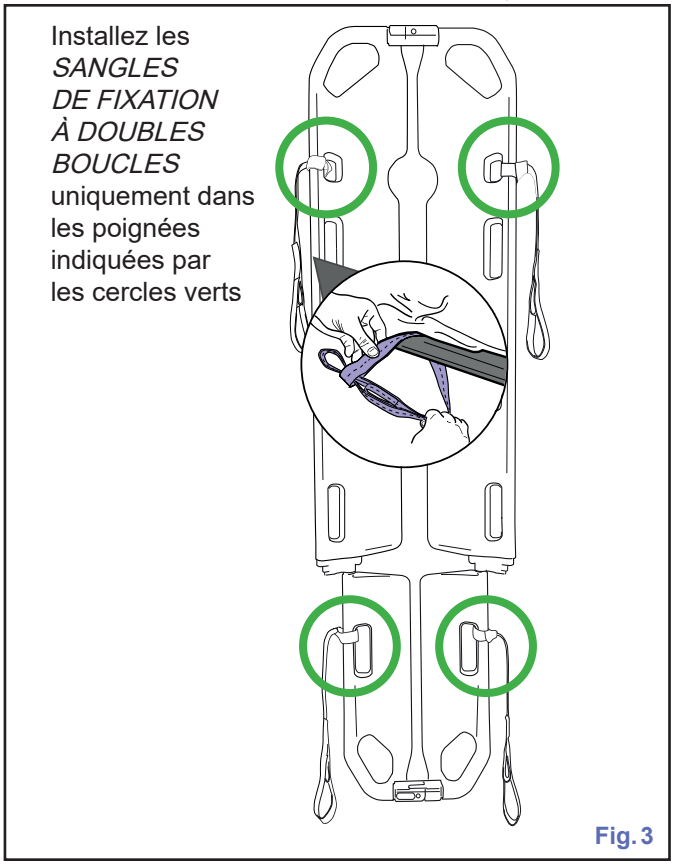

Fig. 3
3) Assurez vous que les *SANGLES DE FIXATION À DOUBLES BOUCLES* ont été installées aux bons endroits. Si les quatre sangles n'ont pas encore été attachées à la civière *Ferno Scoop EXL Stretcher*, attachez-les aux bons endroits et correctement, comme illustré à la Fig. 3.